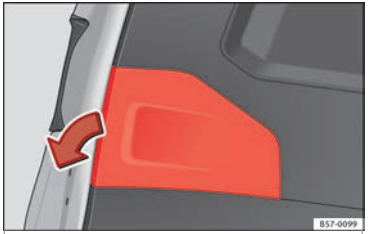

Fig. 113 Rear lid open: remove the lid.
1. Remove the rear lid cover in the direction indicated ››› **Fig. 113**.